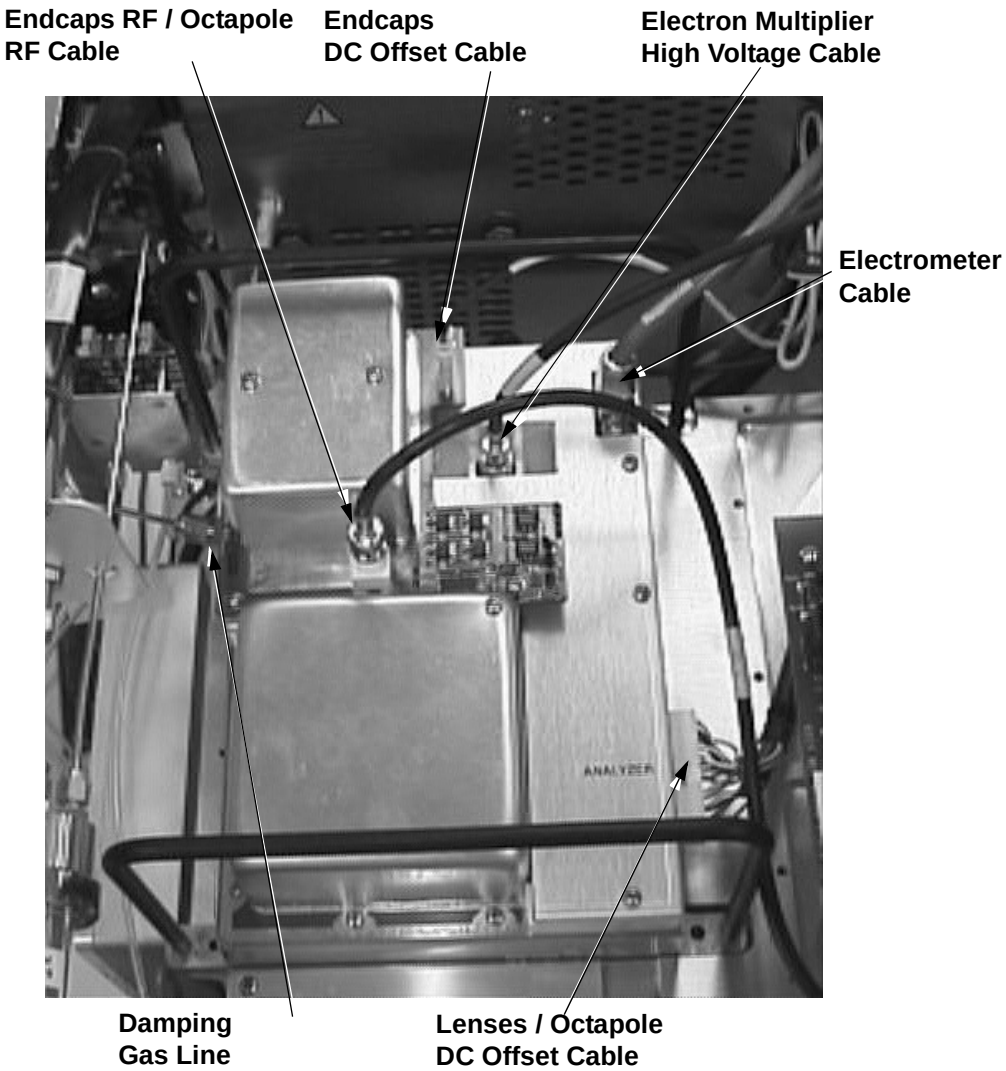

Figure 4-4. Electrical connections and damping gas line connection to the top cover plate of the vacuum manifold
You need to remove the top cover plate of the vacuum manifold to access the ion optics, mass analyzer, and ion detection system. The top cover plate is held in place by gravity and by the air pressure differential between the vacuum manifold and atmospheric pressure. Five cables and one gas line are connected to the top cover plate. See Figure 4-4.
4. Use a 7/16-in. open-end wrench to reconnect the helium damping gas line to the fitting. See Figure 4-4 on page 4-23.
5. Reconnect to the Switched Balun PCB (at J1) the endcaps RF / octapole RF coaxial cable that comes from the Waveform Amplifier PCB. See Figure 4-4 on page 4-23.
6. Reconnect to the Switched Balun PCB (at P1) the endcaps dc offset cable. See Figure 4-4 on page 4-23.
7. Reconnect the electron multiplier high voltage coaxial cable that comes from the electron multiplier power supply. See Figure 4-4 on page 4-23.
8. Reconnect to the Top Cover PCB (at ACQU/DSP) the electrometer cable. See Figure 4-4 on page 4-23.